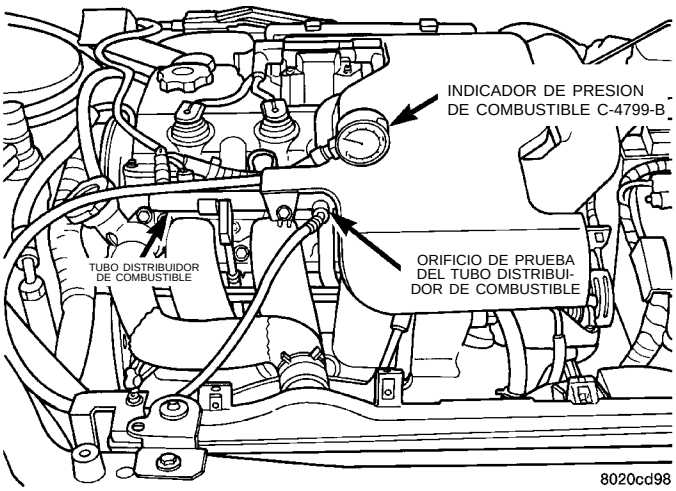

Fig. 8 Verificación de presión de combustible en el tubo múltiple de admisión—Característica
(2) Conecte el Indicador de presión de combustible C-4799B al orificio para pruebas (Fig. 8).